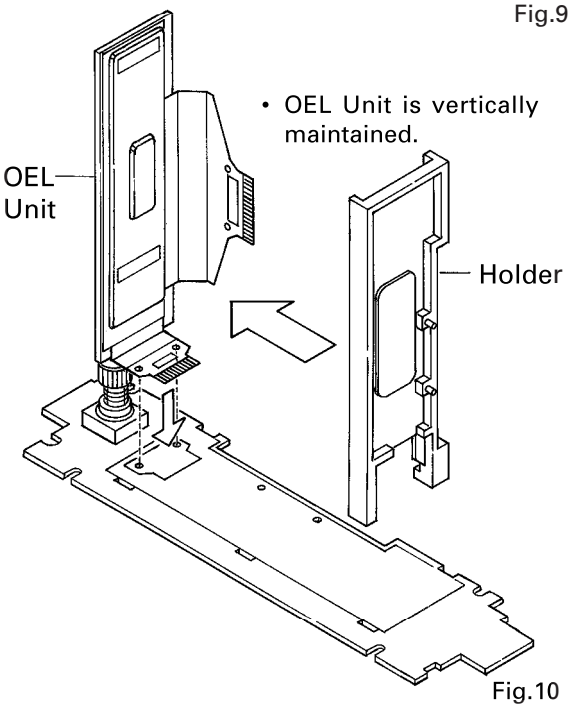

Fig.10
1. Install the Holder in the OEL Unit. (Fig.10)
2. When soldering the flexible cable for the Cathode terminal on the PCB, use a pair of tweezers. First, insert the tips of tweezers into 2 holes in the flexible cable, then into the 2 holes in the PCB. (Fig.10)
3. Position the flexible cable on the PCB so that their lands touch each other. (Fig.10)
4. Apply solder to each pin of the flexible cable. (Fig.10)
5. Lay down the OEL Unit. (Fig.10)